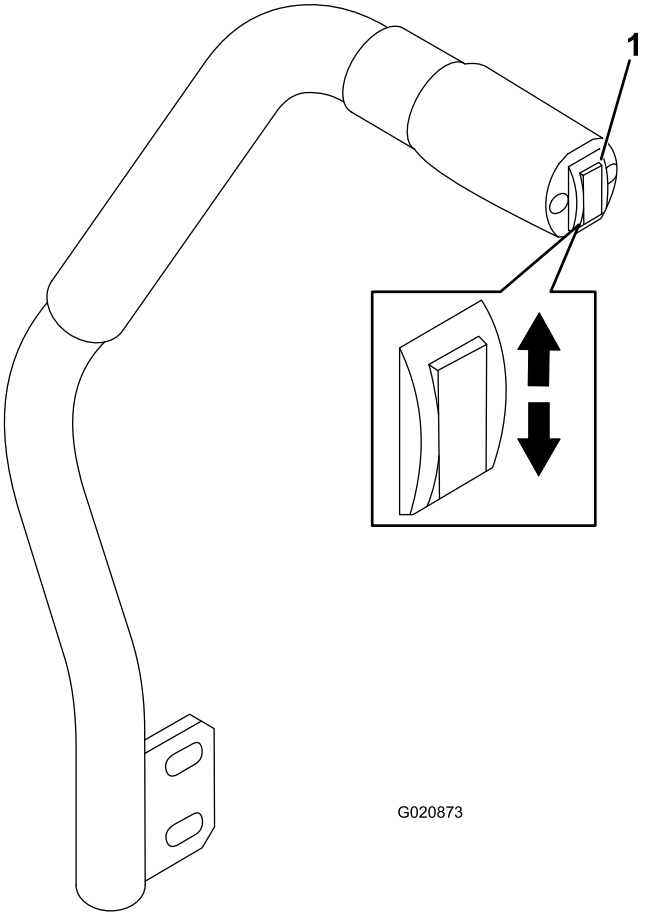

**Rysunek 24**
Przełącznik podnoszenia podwozia podnosi i opuszcza podwozie kosiarki (Rysunek 24). Aby użyć tej dźwigni, silnik musi znajdować się w trybie pracy.
- Aby opuścić podwozie kosiarki, naciśnij przełącznik podnoszenia podwozia (Rysunek 24).
- Aby podnieść podwozie kosiarki, pociągnij przełącznik podnoszenia podwozia w górę (Rysunek 24).
1. Przy pracującym silniku pociągnij przełącznik podnoszenia podwozia w górę i zaczekaj na jego pełne podniesienie, a następnie **natychmiast zwolnij przełącznik** (Rysunek 24).